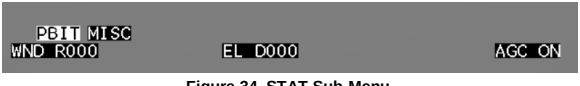

Figure 34. STAT Sub-Menu.
2. STAT SUB-MENU: Operator will be able to view system PBIT and MISC as seen in (Figure 34).